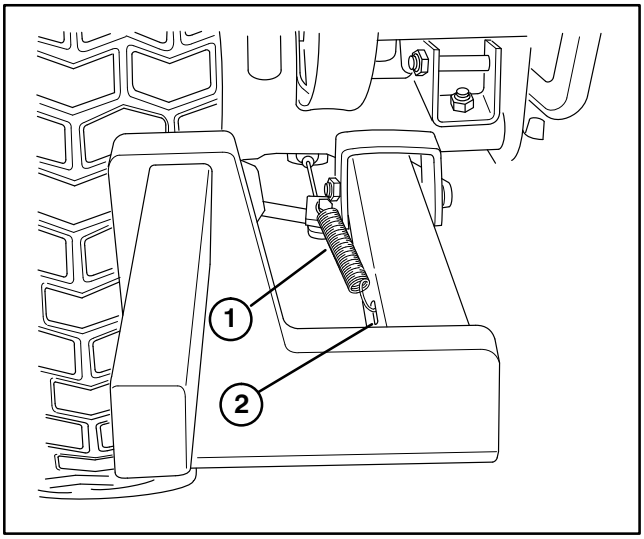

Figure 3
4. Connect right and left brake return springs to the brake arms and lift arm, as shown in figure 3.